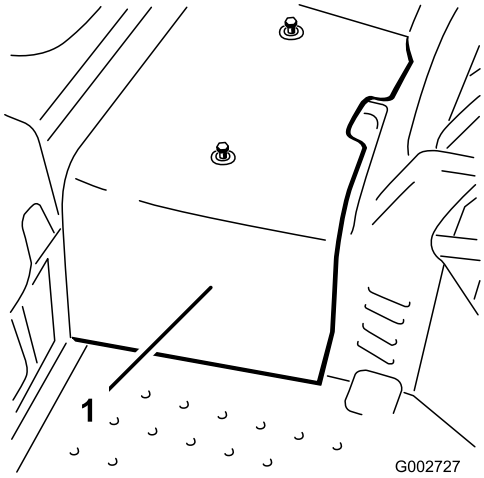

Figur 40
2. Fjern de to skruer, der fastgør den midterste beklædning til maskinen, og fjern beklædningen (Figur 40).